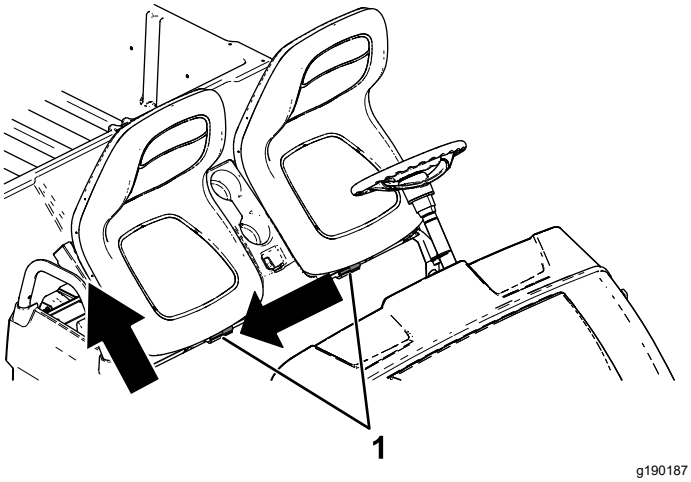

Figuur 27
2. Schuif de zitbank opzij uit de pennen en til de zitbank op (Figuur 27).